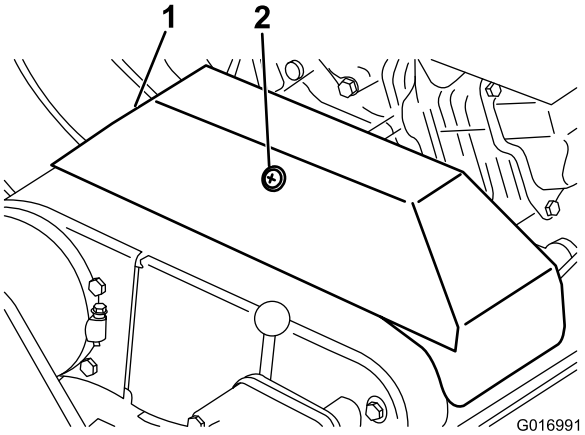

**Figura 43**
2. Desaperte a fixação que prende a cobertura da correia em V e incline a abertura da cobertura (Figura 43).